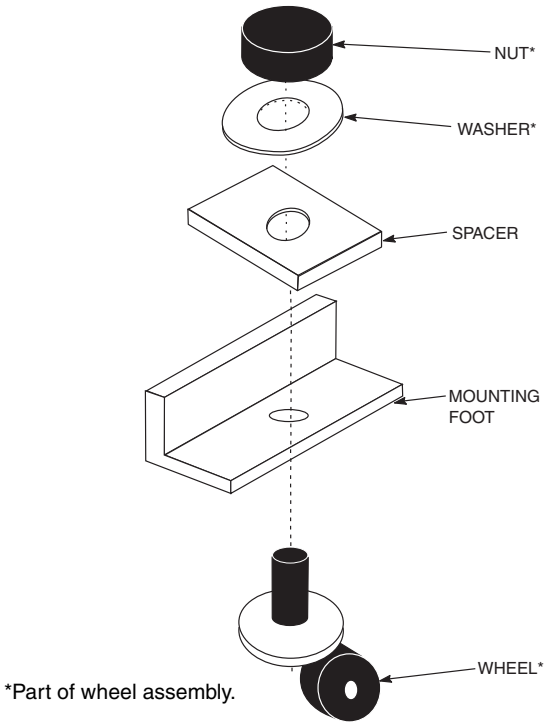

Fig. 3 — Mounting Wheel Assembly and Spacer to Mounting Foot, 30HWC,HWS Units
4. Mount the wheel assemblies to the mounting feet. Mount one wheel assembly and spacer to each of the mounting feet as shown in Fig. 3. Tighten the nut so that it holds the wheel assembly securely once the assembly is mounted on the unit. Minimum torque of 20 ft-lb (27 N•m) is recommended.